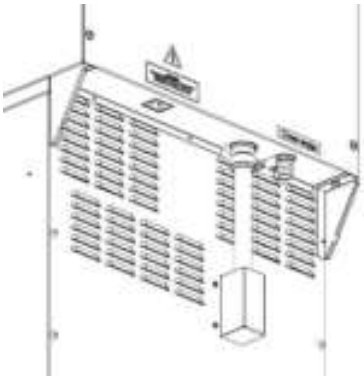

Рис. 10
13. Установить стенку заднюю зонта используя крепеж (см. Рис. 10);
14. Зафиксировать пятью винтами от пароконвектомата зонт (по одному винту на уголок и три винта на стенку заднюю (см. Рис. 10);